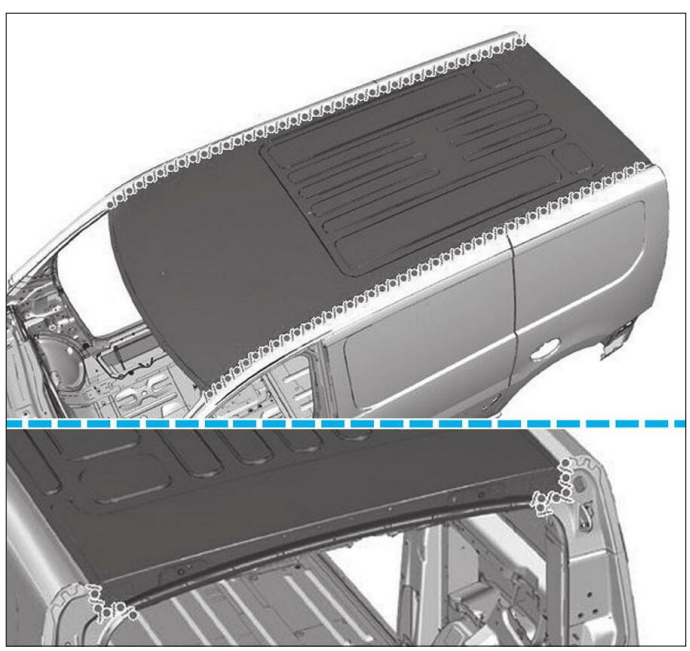

FIG. 81
• Appliquer une couche d'impression phosphatante sur la zone mise à nue **(Fig.81)**.